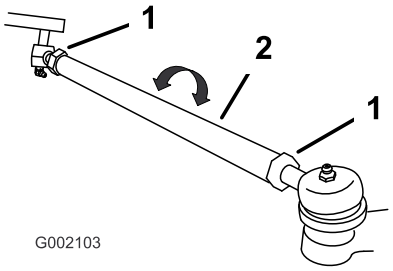

Rysunek 55
7. Jeżeli wynik pomiaru nie mieści się w zakresie od 0 do 6 mm, poluzuj nakrętki zabezpieczające na obu końcach drążków kierowniczych (Rysunek 55).